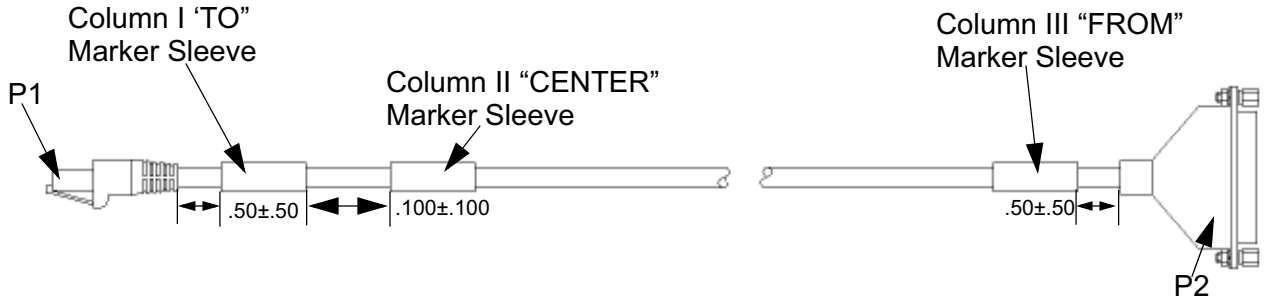

Figure 1. Serial Cable Assemblies
2. Using the labels provided with each cable type, apply labels according to figures 1 and 2 and reference tables 1 through 3 below.